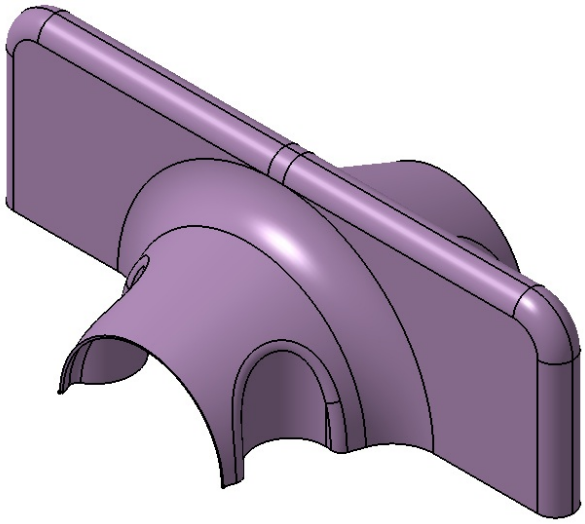
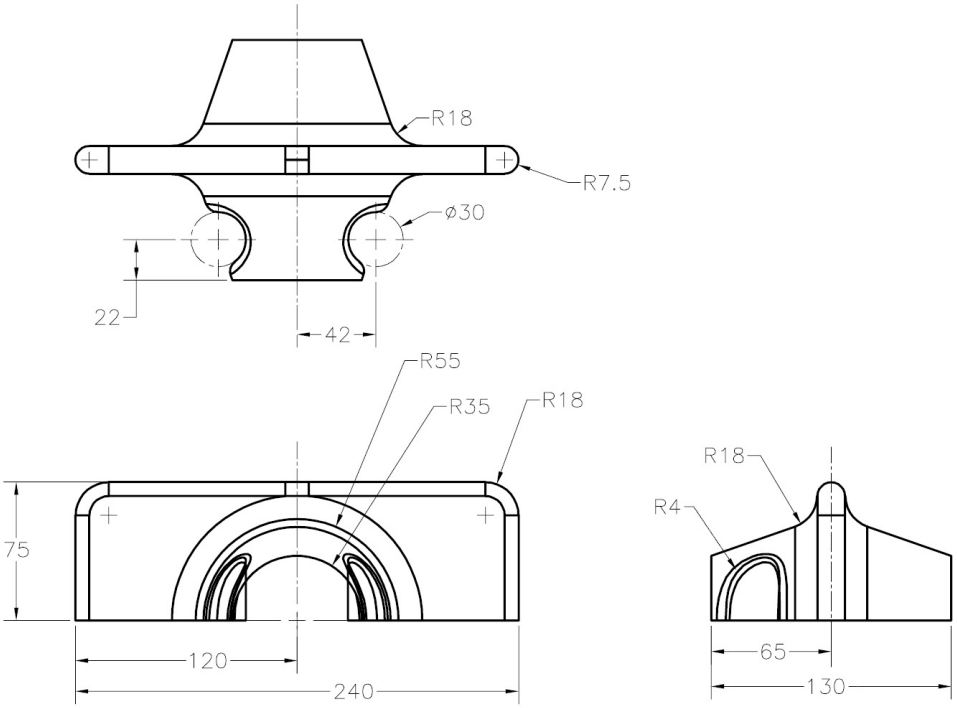
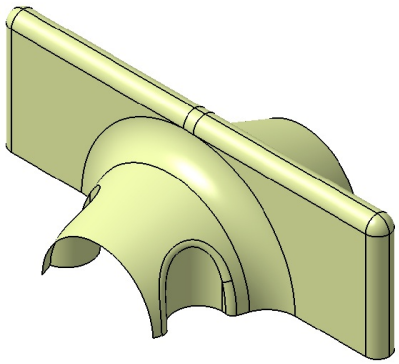

Figure 18-102 *Model for Tutorial 2*
Figure 18-103 *Top, front, and right side views of the surface model*
Figure 18-113 *The final surface model after applying fillet*
In this tutorial, you will create the model shown in Figure 18-102 in the **Generative Shape Design** workbench. Its orthographic views are shown in Figure 18-103.
f. Add the fillet and thickness feature to the surface edges, refer to Figures 18-113 and 18-114
1. Create a sketch on the front face of the extruded surface and a second sketch on an offset plane created at an offset distance of 65 mm from the front plane. Refer to Figure 18-103 for dimensions.
refer to the Figure 18-103.
2. Select the edges of the surface model and apply fillet to the edges, refer to Figure 18-103 for dimensions. The model after applying fillet to the selected edges is shown in Figure 18-113.